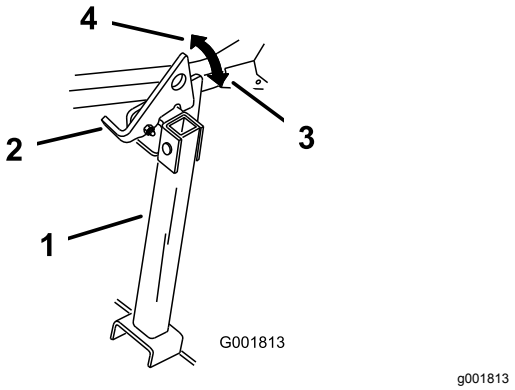

Figur 49
2. Lyft upp spärrhaken i fritt läge (Figur 49).